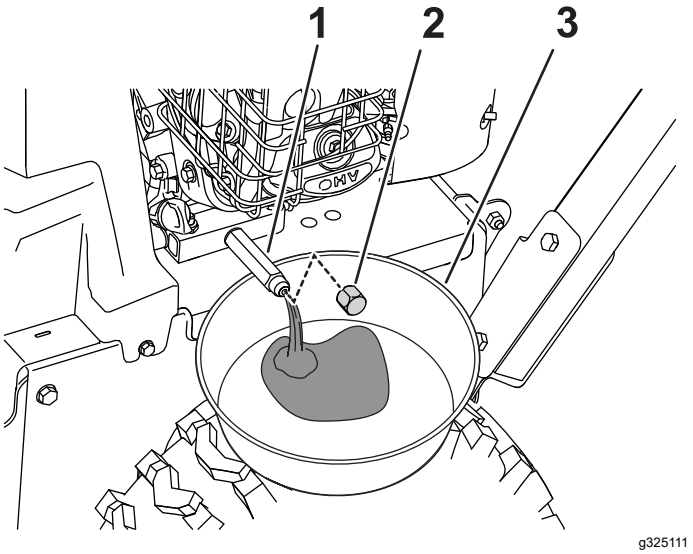

**Figur 29**
1. Anbring en bakke under afløbsfittingen, og fjern olieaftapningsdækslet (Figur 29).